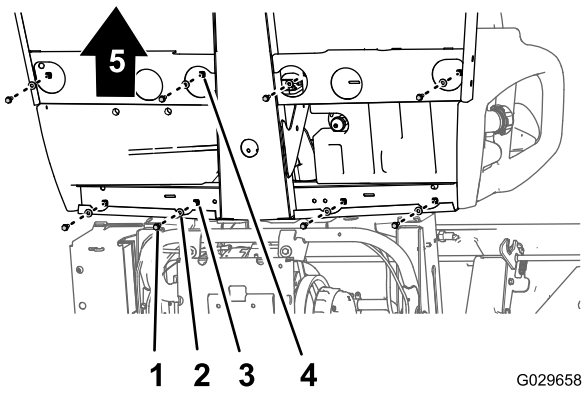
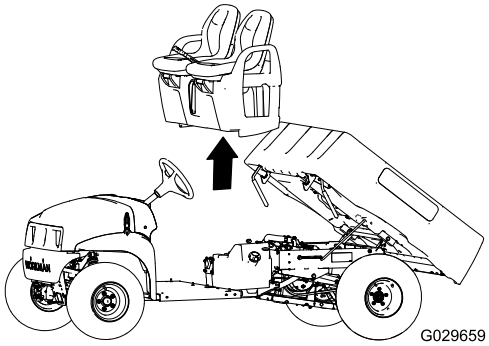

Figur 51
Figur 52
1. Ta bort de åtta flänsskruvar och åtta brickor längst ner på maskinen som håller fast sätessockeln på golvplattan och den bakre hyttkanalen (Figur 51).
2. Lyft försiktigt av sätena, sätessockeln och parkeringsbromskablarna från maskinen (Figur 51).
1. Lyft på sätena och sätessockeln på maskinen och rikta in bromskablarna med chassit (Figur 51 och Figur 52).
2. Rikta in hålen i sätessockeln med hålen i golvplattan och den bakre hyttkanalen (Figur 51 och Figur 52).